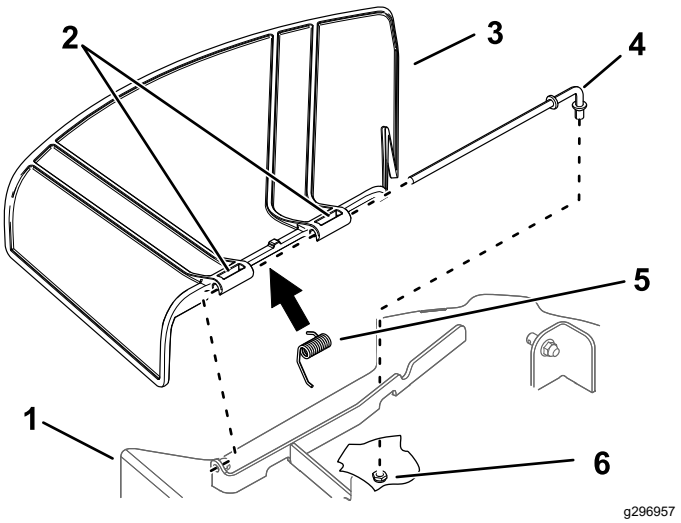

Figur 78
1. Fjern møtrikken (⅜") fra stangen under plæneklipperen (Figur 78).
2. Skub stangen ud af skjoldbeslaget, fjederen og græsdeflektoren (Figur 78).
4. Monter den nye græsdeflektor (Figur 78).
7. Skub stangen gennem det andet drejningspunkt på græsdeflektoren (Figur 78).
9. Fastgør den bageste ende af stangen i plæneklipperen med en møtrik (⅜") som vist i Figur 78.